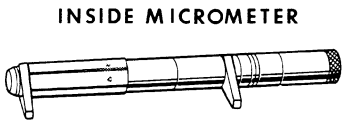
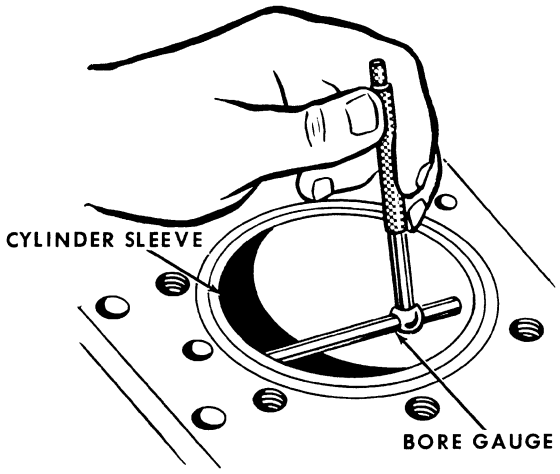

Figure M-25
Figure M-26
2. Use an inside micrometer, Figure M-25 or a cylinder bore gauge, Figure M-26. Check the measurement of the inside diameter of the sleeve at a point 9/16 of an inch from the cylinder head end of the sleeve - (this is the top end of the ring travel).
CHECK THE INSIDE DIAMETER OF THE SLEEVE BOTH LENGTHWISE AND CROSSWISE, FIGURE M-26. CHECKING BOTH LENGTHWISE AND CROSSWISE WILL DETERMINE WHETHER OR NOT THE SLEEVE IS OUT OF ROUND. REFER TO "SPECIFICATION" SECTION.